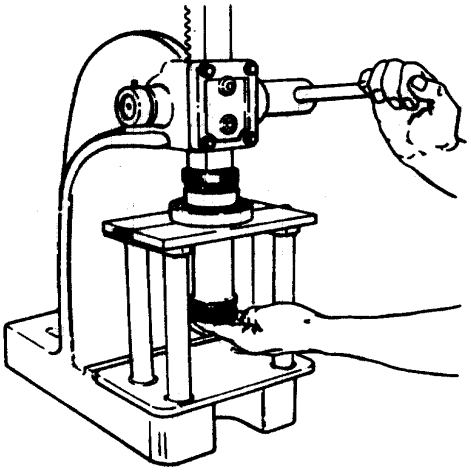

Figure 6. Removing the Ball Bearing from Compressor Extension Shaft Using 6796249 Support and 6796235 Puller Plates
q. Place 6796249 support on an arbor press and place 6796235 puller plates on the support. (See figure 6.)